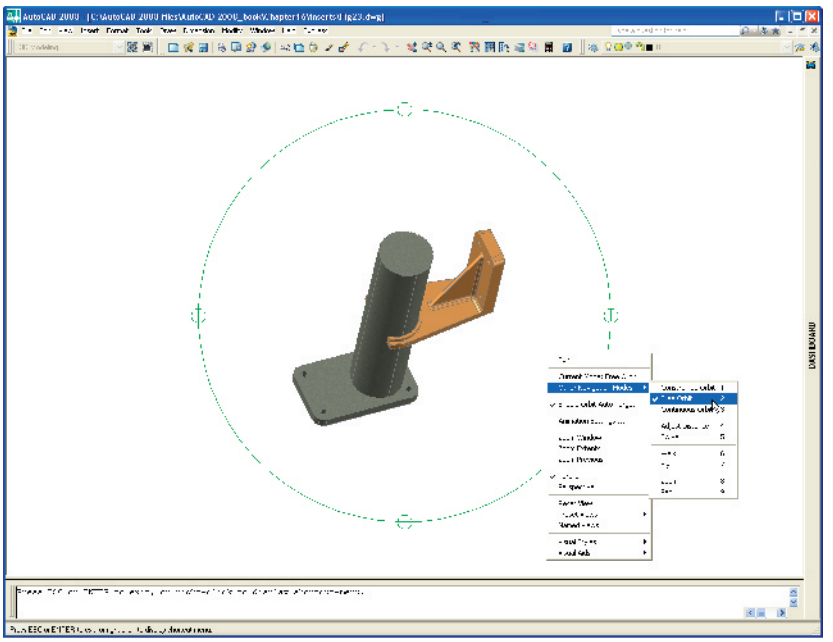

Fig. 16.27 Example – **3dorbit**
6. With the cursor inside any one of the small quadrant circles the 3D model can be moved vertically or horizontally as the mouse is moved (Fig. 16.27).